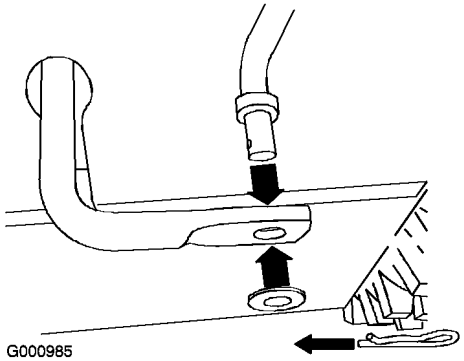

Figur 5
1. Ta bort hårnålssprinten och brickan från hastighetskontrollstångens nedre ände, och för in stångens nedre ände i den nedre länkarmen, så att hastighetskontrollstångens böjda ände är vänd bakåt (Figur 5).